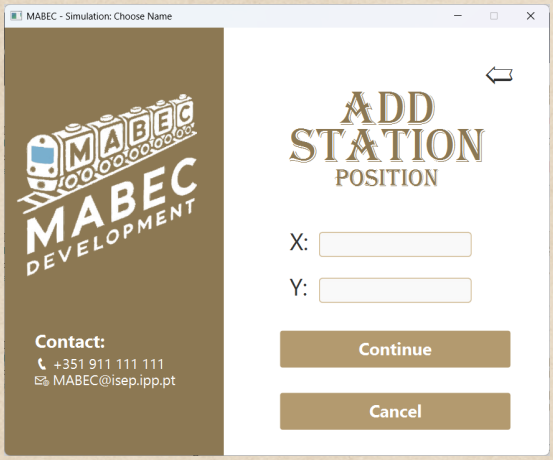

Figure 5.89: Add Station - Enter Positions
- **Position (x, y)** – Define the exact location for the station on the map (see Figure 5.89).